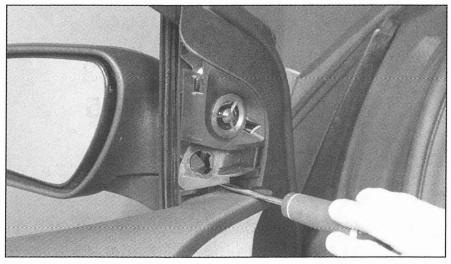

FIG. 65
- el tweeter y su soporte **(fig. 65)** (para sacar el conector).
- el tweeter y su soporte **(fig. 65)**.